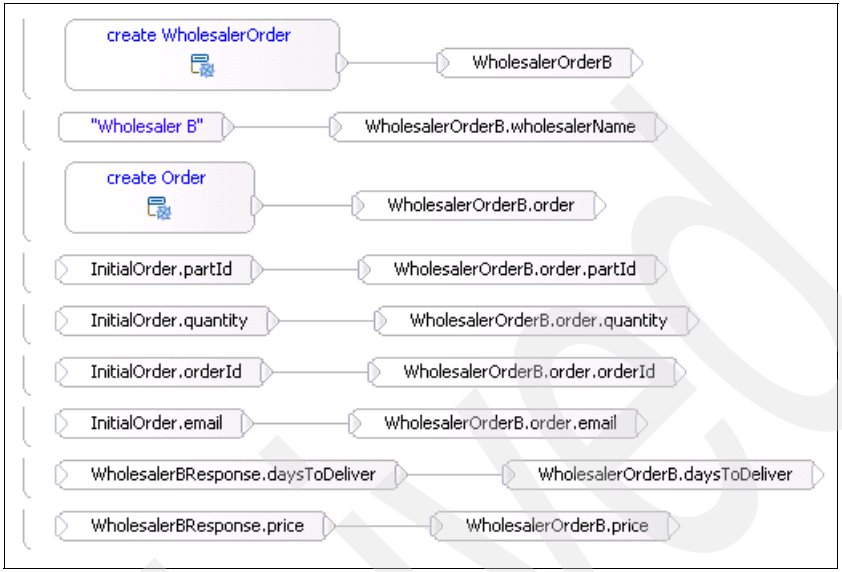

Figure 12-14 The visual snippet for the Create WholesalerOrder activity
15. Click the other **Create WholesalerOrder** snippet and create a visual snippet as shown in Figure 12-14.